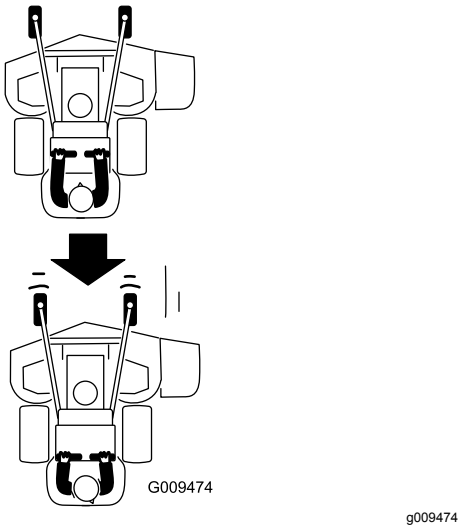

Figuur 23
2. Beweeg de rijhendels langzaam naar achteren (Figuur 23).